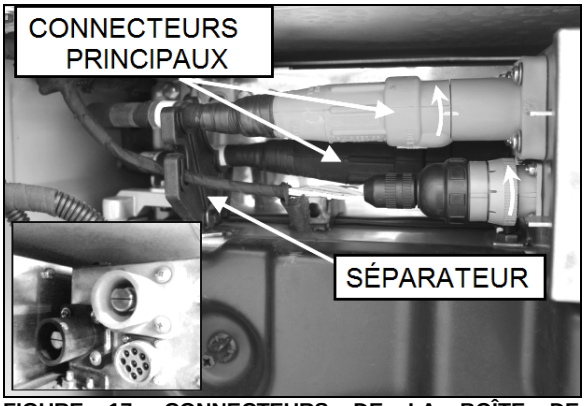

FIGURE 17: CONNECTEURS DE LA BOÎTE DE DISJONCTEURS
- Tourner d'un demi-tour antihoraire les deux connecteurs principaux (un rouge et un noir) et tirer pour les débrancher (**FIGURE 17**).